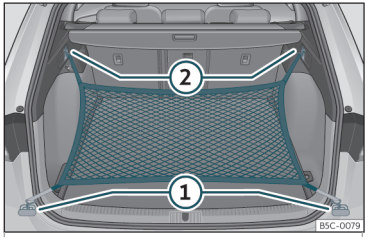

Fig. 117 Nel bagagliaio: occhielli ① e ganci ② per il fissaggio della borsa rete.
- Fissare i ganci corti della rete agli occhielli di ancoraggio››› **fig. 117** ①››› ⚠. La cerniera della tasca dev'essere rivolta verso l'alto.
- Fissare le cinghie nei ganci per appendere borse ②